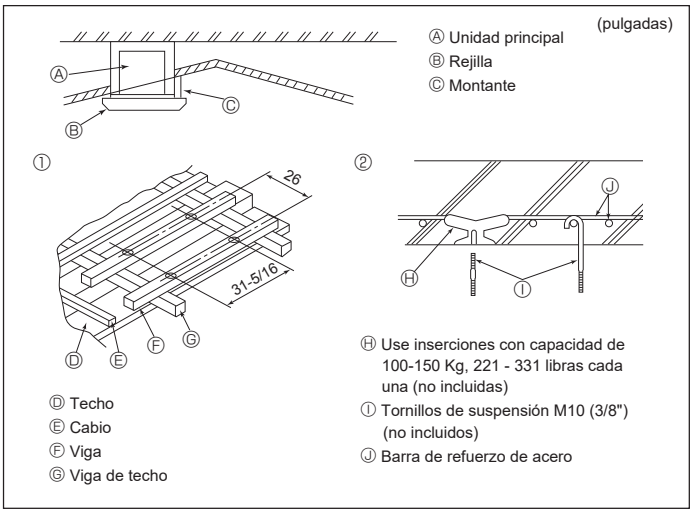

Fig. 3-5
3.5. Estructura de suspensión (Refuerzo de la estructura de suspensión) (Fig. 3-5)